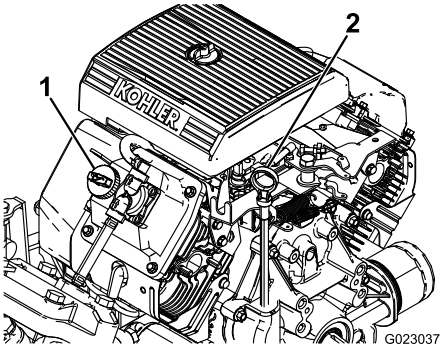

Figur 42
2. Fjern målepinden, og aftør den med en ren klud (Figur 42). Sæt målepinden i røret, og sørg for, at den er helt i bund. Fjern målepinden, og kontroller oliestanden.
3. Hvis oliestanden er lav, skal påfyldningsdækslet fjernes fra ventildækslet (Figur 42) og olie hældes i åbningen, indtil oliestanden når op til Full-mærket på målepinden. Hæld langsomt olie på, og kontroller niveauet ofte under denne proces. Fyld ikke for meget på.
8. Hæld langsomt cirka 80 % af den specificerede mængde olie i oliepåfyldningsrøret (Figur 42).